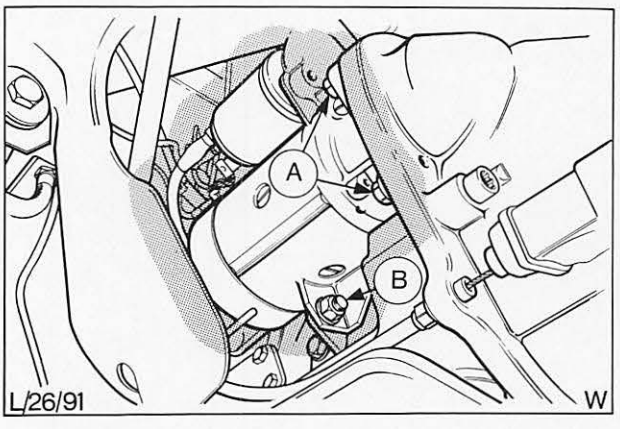

Abb. 15 Diesel-Ausführung
4. Anlasser einsetzen und befestigen (je nach Ausführung zwei oder drei Schrauben), Abb. 15.